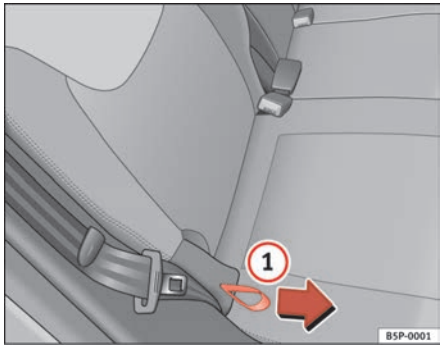

Fig. 97 Rear seat back-rest angle adjustment
– Hold the backrest at the top. Pull the loop on the side of the seat ⇒ fig. 97 (1) in the direction of the arrow and hold the loop in this position. Push the backrest to the required position and release the loop.